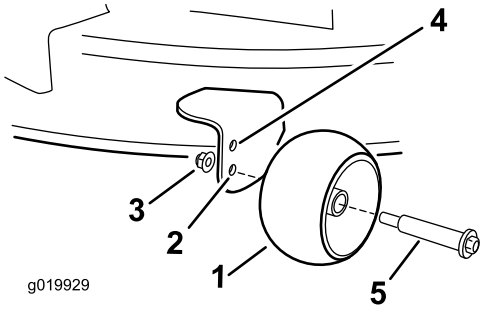

Figur 21
- Övre hålet – använd det här läget när klippdäcket är inställd på klipphöjder på 63 mm eller lägre (Figur 21).
- Nedre hålet – använd det här läget när klippdäcket är inställd på klipphöjder på 76 mm eller högre (Figur 21).